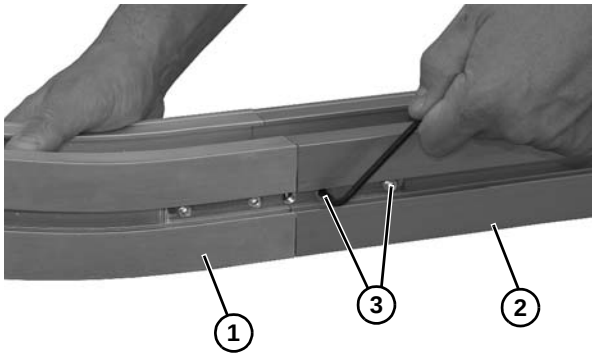

Figure 6
1. Join knuckle conveyor frame section **(Figure 6, item 1)**, and conveyor frame **(Figure 6, item 2)** and secure with two set screws **(Figure 6, item 3)** on both sides. Tighten all set screws 1/4 turn past contact with frame.